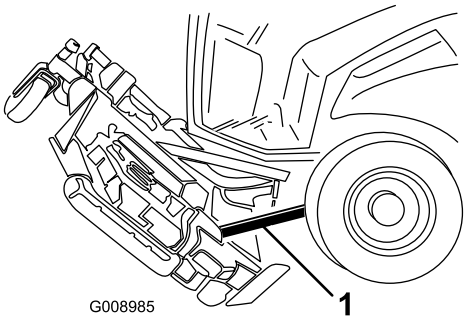

Bild 132
6. Schieben Sie ein Holz zwischen die Rückseite des Mähwerks und die Maschine (Bild 132).